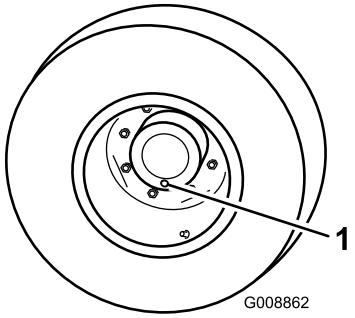

図 62
1. 平らな場所で、点検/ドレンプラグが一番低い位置時計の 6 時の位置に来るように停止させる図 62 。